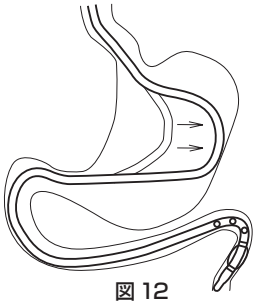

図 12
14. チューブが抜けないように注意しながら、ブルーキャップを緩め（反時計方向）、X線透視下でガイドワイヤーを抜去する。そしてイレウスチューブをさらに挿入し、胃内でたるませる（**図12**）。